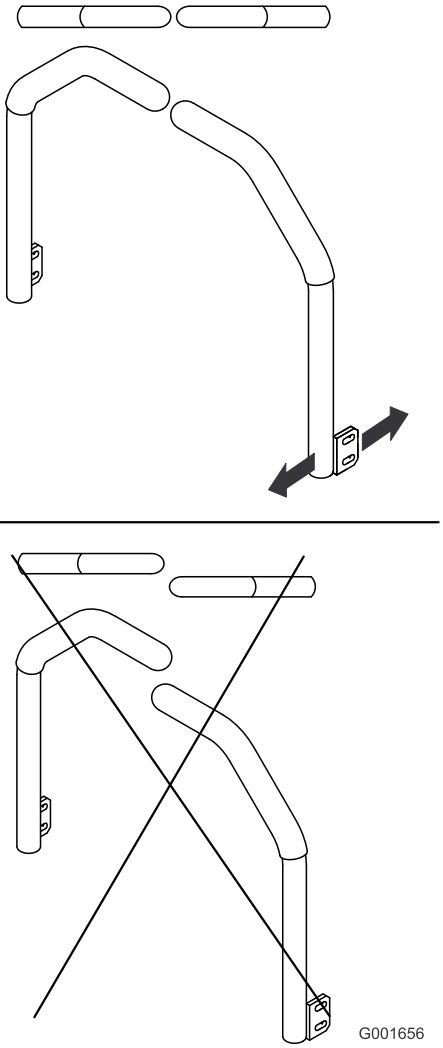

Rysunek 62
5. Wyreguluj dźwignie kierowania tak, aby były one wyrównane (Rysunek 62), a następnie dokręć śruby, mocując dźwignie do trzpieni.